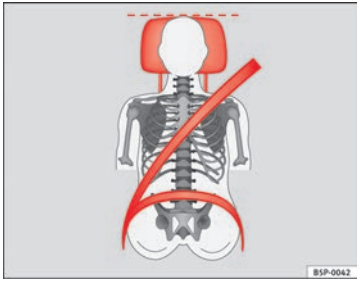
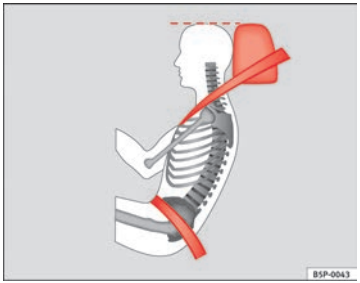

Fig. 92 Front view: head restraints and seat belts correctly adjusted
Fig. 93 Side view: head restraints and seat belts correctly adjusted
– Adjust the head restraint so that the top is at the same level as the top of your head or as close as possible to the same level as the top of your head, at least at eye level ⇒ fig. 92 and ⇒ fig. 93.